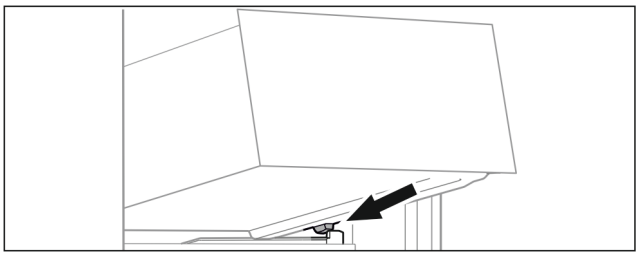

Fig. 127
▶ Наклоняя вниз, установите выдвижной ящик за стопоры на контейнерное ребро. (см. Fig. 127)